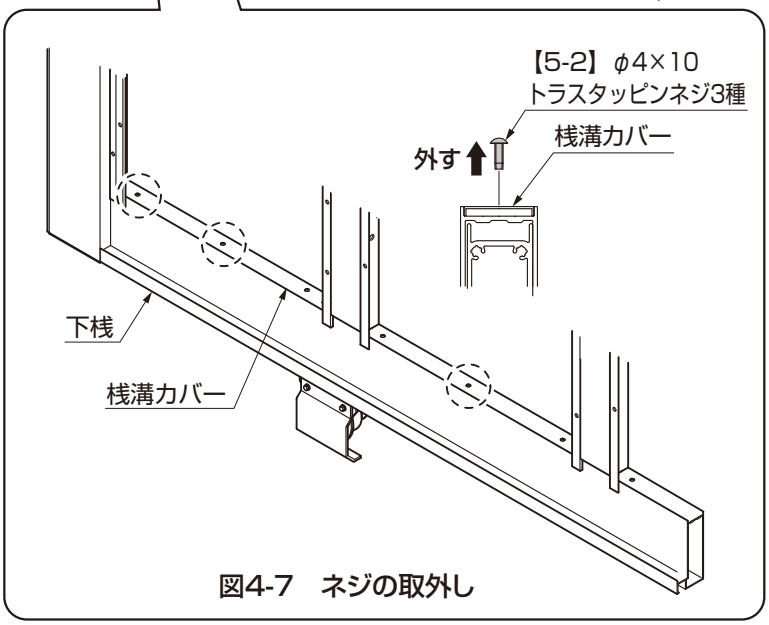

図4-7　ネジの取外し
①下桟の溝桟カバー両端部及び中央に付いている【5-2】を外してください。（図4-7参照）